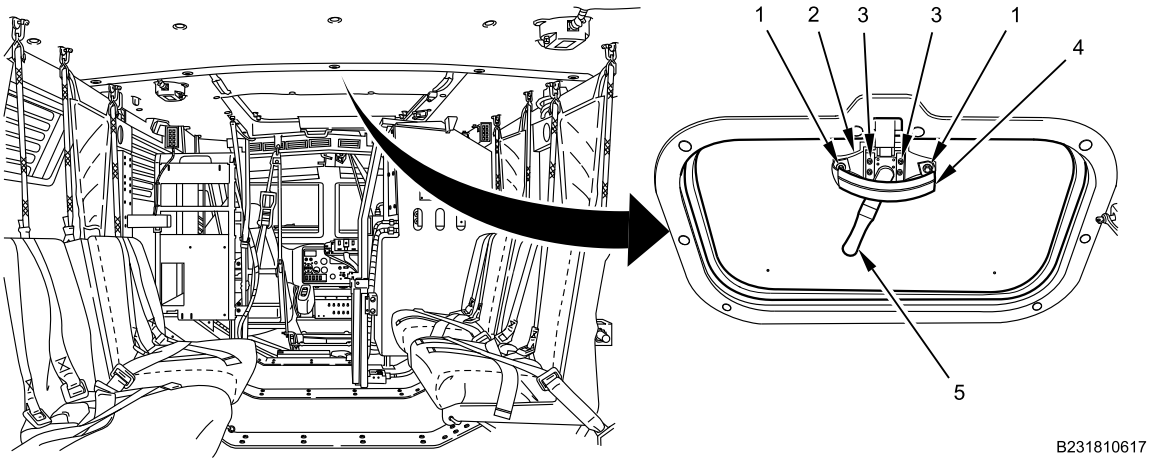

Figure 1. Grab Handle and Lock Assembly Removal.
1. Remove two bolts (Figure 1, Item 1) and nuts from hatch cover weld bracket (Figure 1, Item 2) and remove flexible grab handle (Figure 1, Item 4) from bracket.
2. Remove six screws (Figure 1, Item 3) securing emergency hatch handle/lock assembly (Figure 1, Item 5) to hatch cover bracket (Figure 1, Item 2).
3. Remove hatch handle/lock assembly (Figure 1, Item 5) from hatch cover bracket.